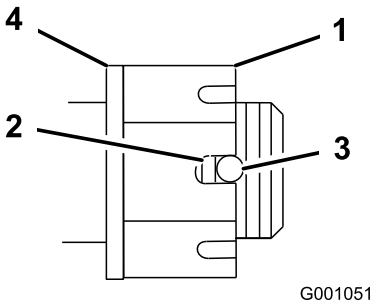

Figuur 54
4. Draai de sleufmoer vast met een torsie van 170 Nm (Figuur 54).
5. Controleer de afstand van de onderkant van de sleuf in de moer tot de binnenrand van de opening. Er mogen maximaal twee schroefdraden zichtbaar zijn (Figuur 54).
7. Draai de sleufmoer vast met een torsie van 170 Nm (Figuur 54).
8. Draai de moer aan totdat de volgende serie gleuven recht tegenover de opening in de as staan (Figuur 54).